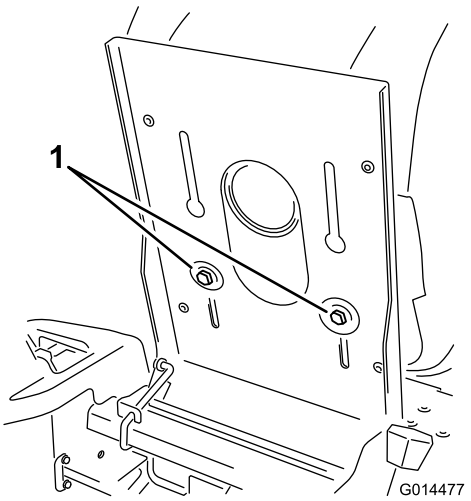

Figuur 22
1. Zet de stoel omhoog en draai de stelbouten net zover los dat u de stoel kunt bewegen (Figuur 22).